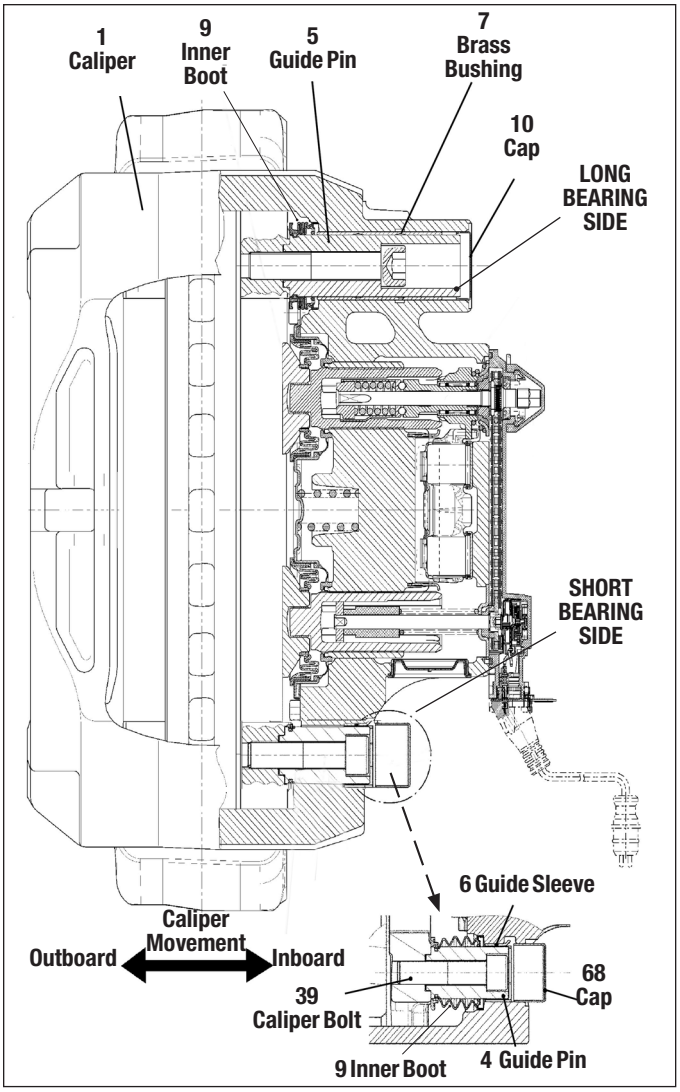
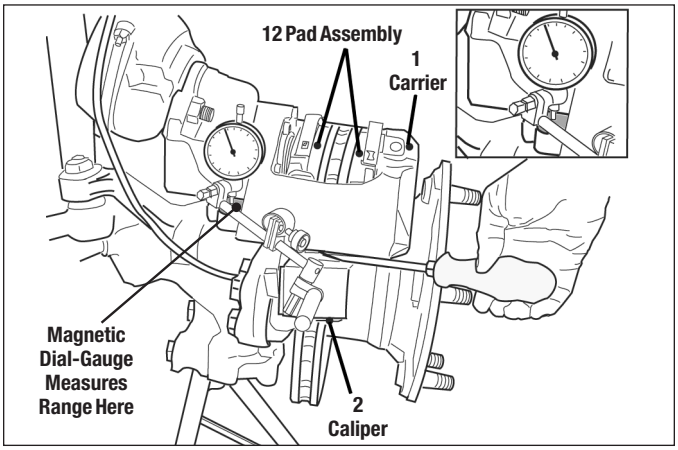

Figure 26 – Guide Pins
Figure 27 – Magnetic Dial-Gauge In Use
4.5.2 *See Figures 26 and 27.* With the wheel removed, remove the pad retainer bar (11). Temporarily replace the pads with two new pads (12). Attach a magnetic dial-gauge holder to the carrier (2) on the short bearing side of the caliper (1). Use the measuring point on the caliper (1) – *see the callout in Figure 27*. Press the caliper in the direction of the carrier (2) and set the dial-gauge to zero.
4.5.3 Place a suitable tool (e.g. a large flat-blade screwdriver) between carrier (2) and caliper (1) and use light hand force to move the caliper away from the carrier, until the movement stops. Read the maximum value on the dial-gauge. *See Figure 27.*